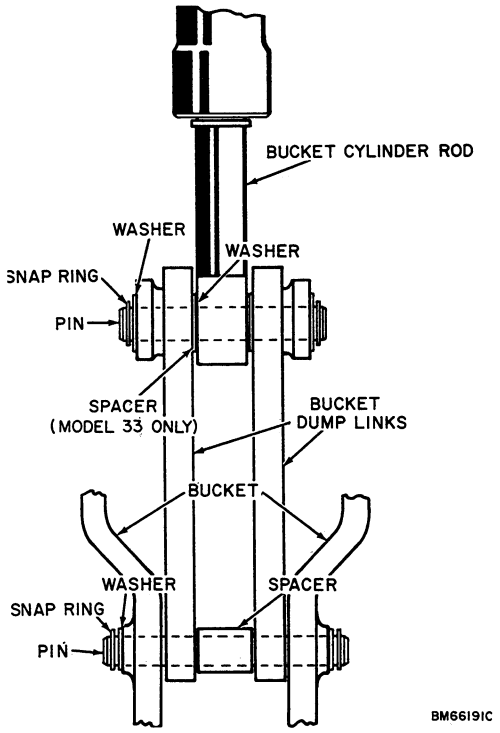

Figure 3D-109 - Installing Bucket Cylinder
REFER TO FIGURES 3D-14 THROUGH 3D-17.
3. The piston rod can now be positioned hydraulically. Attach the rod end of the cylinder to the bucket linkage as shown in Figure 3D-109. Grease fitting on rod eye must point up.